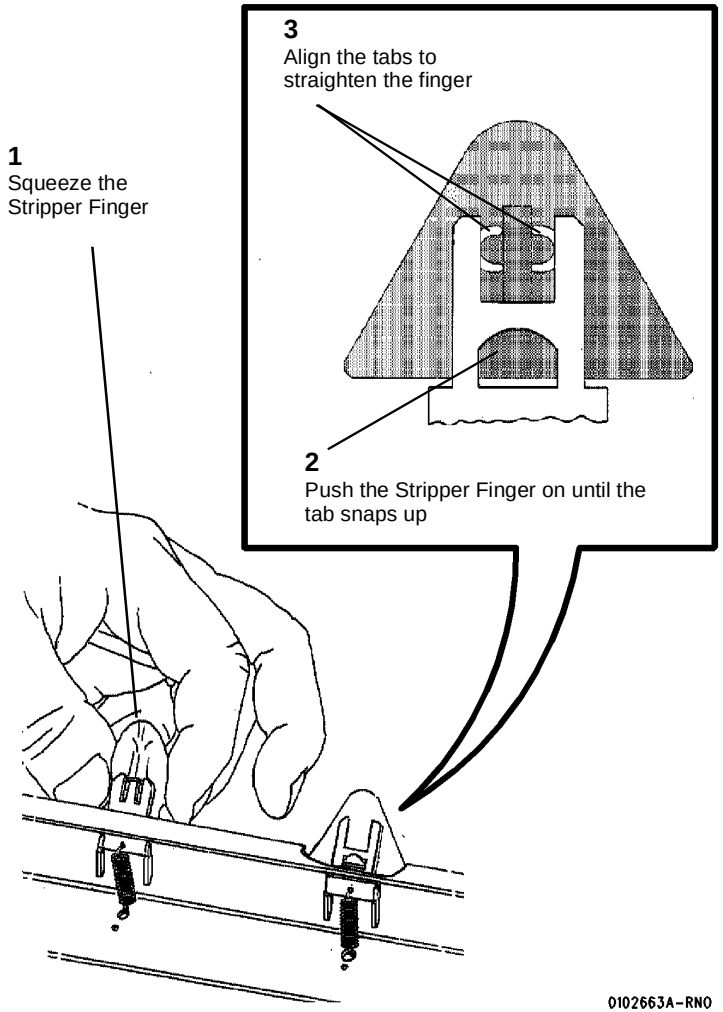

**Figure 2 Reinstalling the Stripper Fingers**
1. (Figure 2): Reinstall the Stripper Fingers.